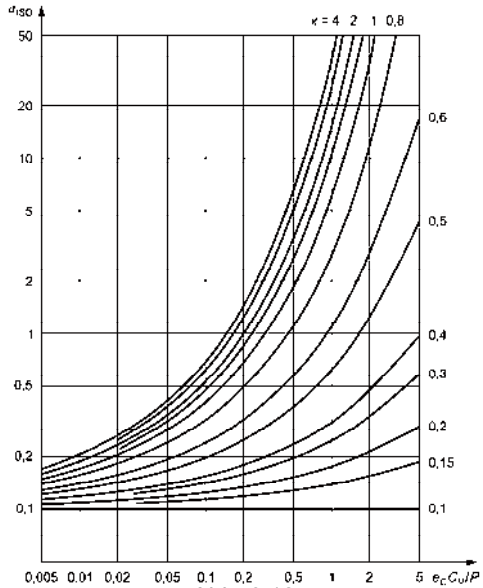

Abb. 6.12
- in der **Abb. 6.12** für Radial-Rollenlager